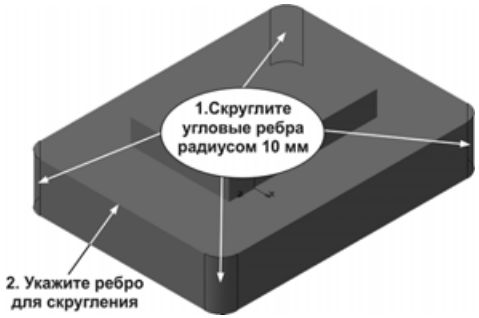

Рис. 5.25
- Скруглите четыре угловых ребра основания радиусом 10 (рис. 5.25).
- Скруглите все внешние ребра верхней грани основания радиусом 6. Для этого укажите любое ребро грани (рис. 5.25), а на панели свойств дополнительно включите флажок **Продолжать по касательным ребрам** (рис. 5.26).